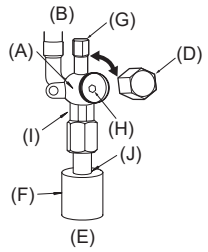

Abb. 4-5
1. Gas/Flüssigkeit-Seite (Abb. 4-5)